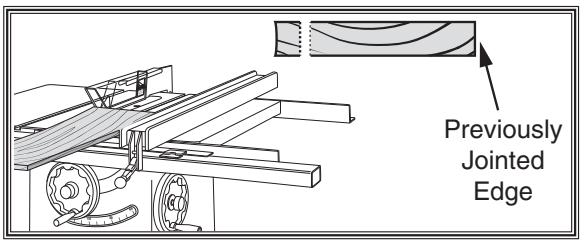

Figure 27. Rip cut on a table saw.
4. **Rip Cut on a Table Saw**: The jointed edge of the workpiece is placed against a table saw fence and the opposite edge cut off (see **Figure 27**).